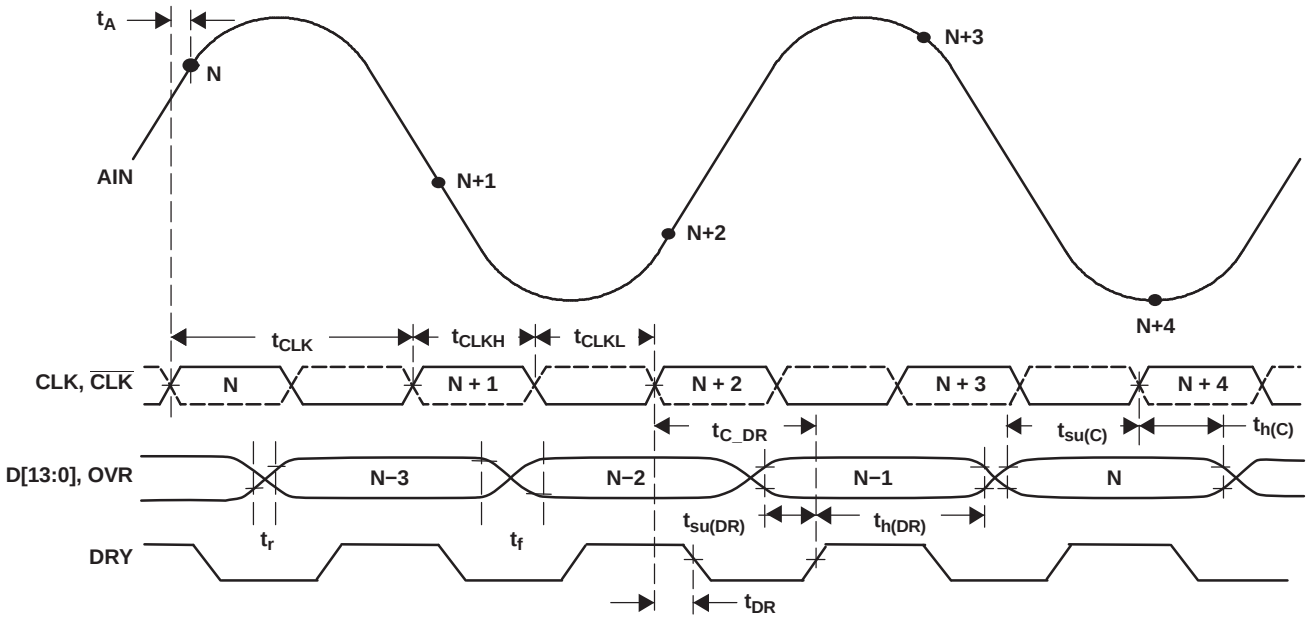

Figure 2. Timing Diagram
(1) All values are obtained from design and characterization and are not production tested.
(2) See Figure 2 for more information.
(3) Data is updated with clock rising edge or DRY falling edge.
(4) See V_{OH} and V_{OL} levels.